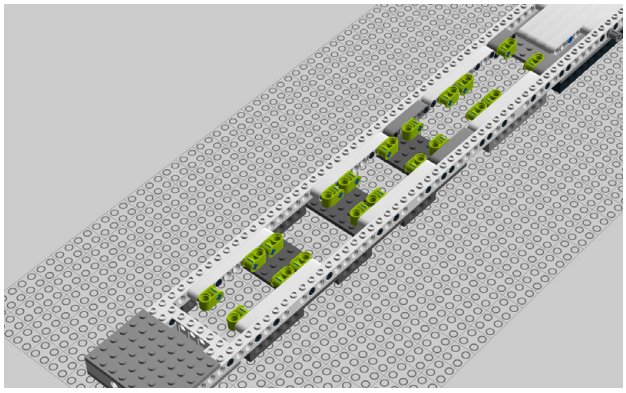

Figure 8-79. *Step 74: Adding cross blocks*
74. Connect cross blocks to the pegs you just added (Figure 8-79).